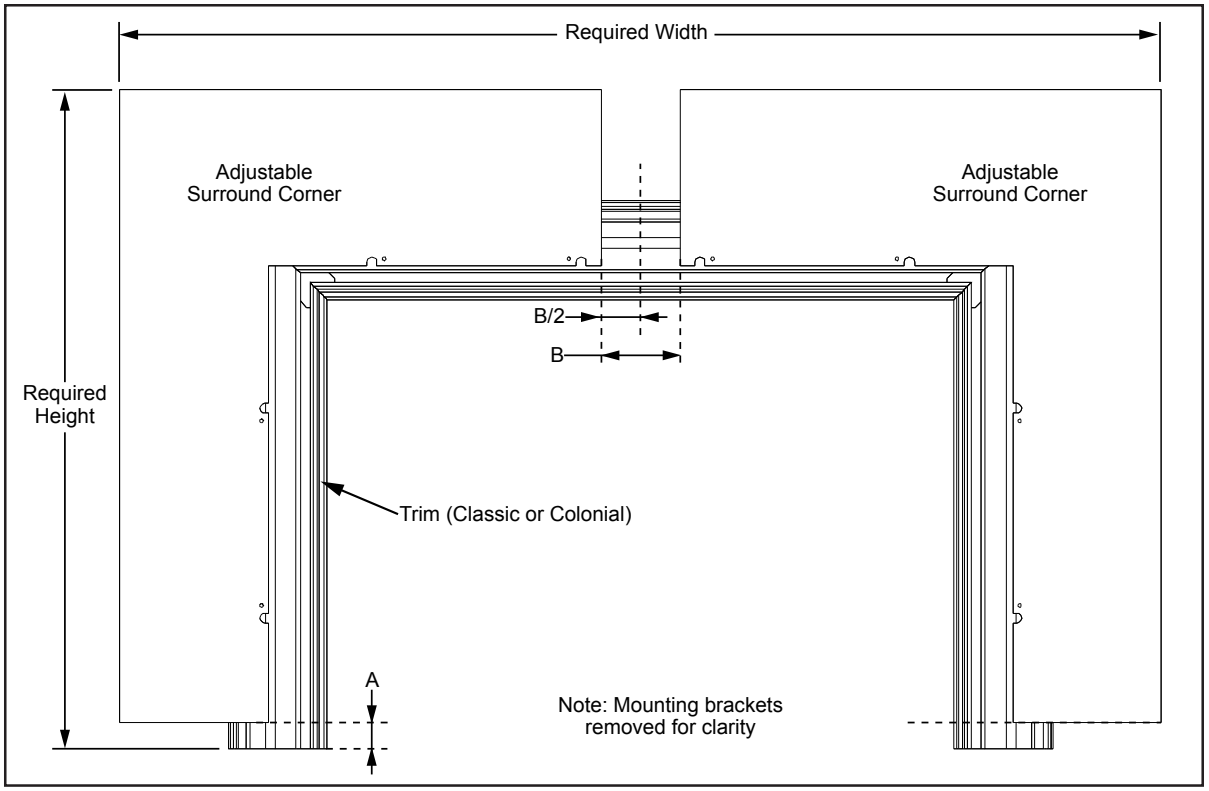

Figure 61: Marking offsets on Trim, Relates to Table 7.
9. Only if installing Adjustable Surround with dimensions within the ranges in Table 1 steps 9-12: On the back side of the trim, mark out the offset distances required for the adjustable surround corners to create the required size. Marking the trim will help you install the surround corners so they will be even and square. Refer to Figure 61 and Table 7.
Table 7: Adjustable Surround Example, Relates to Figure 61.
c) Mark the height difference on the left and right trim sides. Using the example, they would be marked 1" (26mm) from the bottom of each side, see dimension "A" in Figure 61.
d) Mark the center of the top trim, 15⅝" (397mm) from either side. From the center line mark half the width distance on either side. Using the example of 3" (76mm), there would be marks 1½" (38mm) on either side of the center line, see dimension "B/2" in Figure 61.